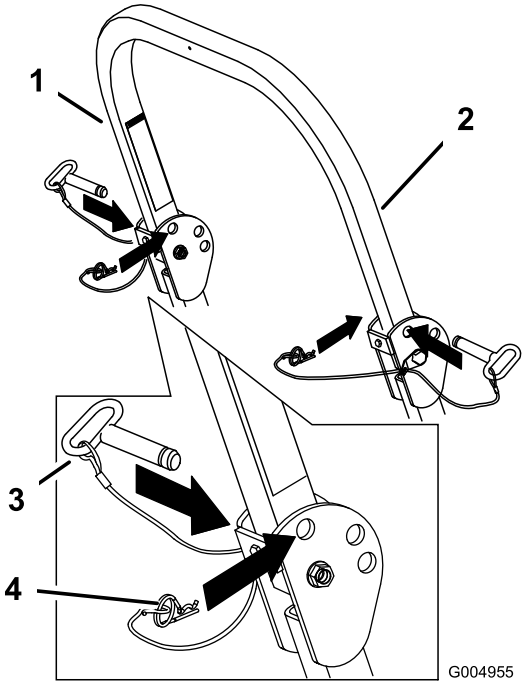

Figur 8
1. Fjern splitterne, og afmonter de to pinde (Figur 8).
3. Monter de to pinde, og fastgør dem med splitterne (Figur 8).
4. Fjern splitterne og de to pinde for at hæve styrtbøjlen (Figur 8).
5. Hæv styrtbøjlen til oprejst position, monter de to pinde, og fastgør dem med splitterne (Figur 8).